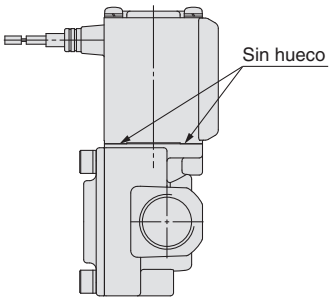
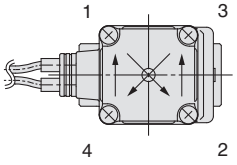

Fig. 1
Fig. 2
2) Presione el conjunto de bobina contra el cuerpo y apriete los tornillos dos o más giros diagonalmente (Fig. 2) en el estado que no haya espacios entre el conjunto de bobina y el cuerpo (Fig. 1.)
∗ Después de apretar los tornillos, asegúrese de que no haya espacios entre la bobina y el cuerpo (Fig. 1.)